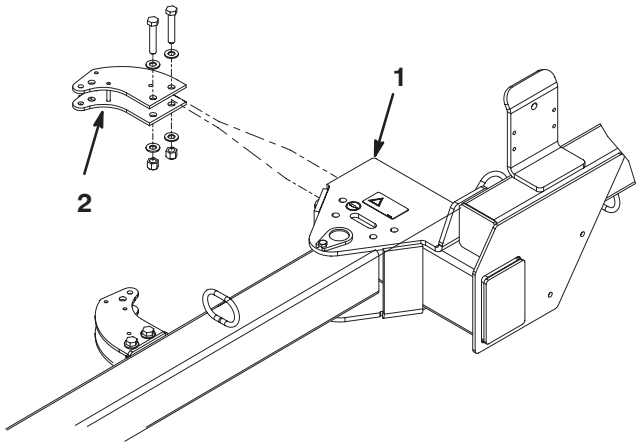

Figura 3
1. Monte o suporte traseiro do accionador no chassis da auto-varredora com (2) parafusos de 1/2–13 x 2–3/4 pol. de comp., (4) anilhas chatas de 0,531 x 0,063 e uma porca de bloqueio de 1/2–13. Posicione os componentes como se indica na Figura 3.